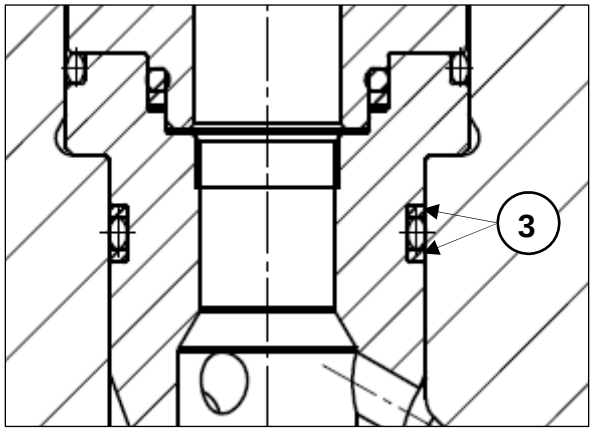

fig. 28
Insert the suction and outlet valve units, checking that they are down to end stroke in the head. Take special care not to damage the anti-extrusion rings on the bushes (fig.28, pos. 3). For correct positioning and adjustment of rings in their respective seats: